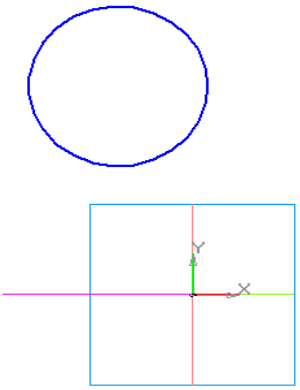

Рис. 5.12. Эскиз-сечение: окружность во фронтальной плоскости **XY.**
2.8. Постройте окружность примерно так, как показано на рис. 5.12. Радиус окружности произвольный.